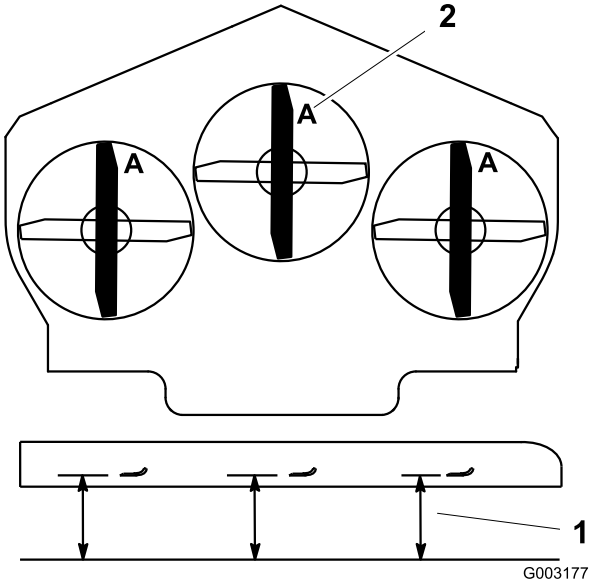

Figur 80
3. Drej knivene, indtil enderne vender fremad og bagud (Figur 80). Mål fra en plan overflade til skærekanten, position **A**, på knivene(Figur 80). Noter dette mål.